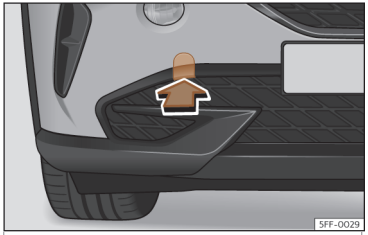

Fig. 43 En el lado derecho del paragolpes delantero: retirar la tapa.
El alojamiento de la argolla de remolque enroscable se encuentra en el lado derecho del paragolpes delantero detrás de una tapa ››› **fig. 43**. »
- Retire la tapa haciendo presión en la zona inferior de la misma y déjela colgando del vehículo››› fig. 43.